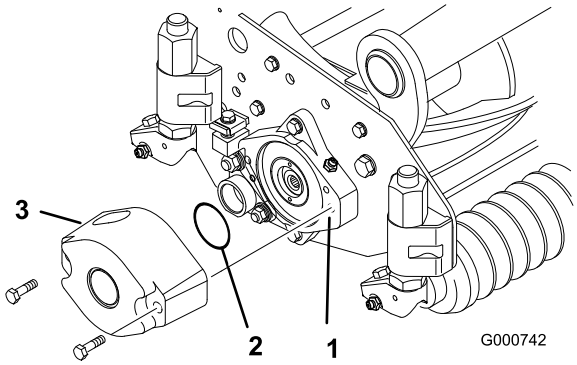
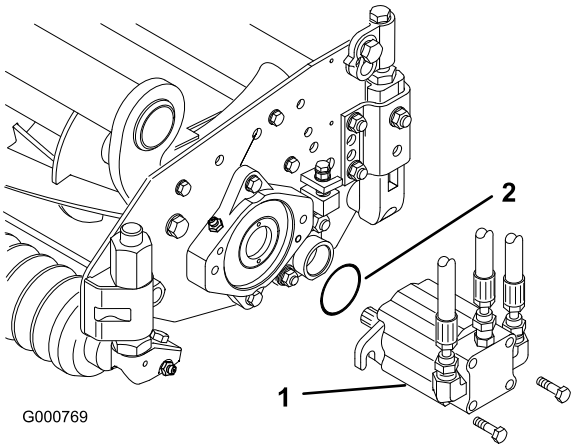

Bild 4
Bild 7
3. Schmieren Sie einen großen O-Ring ein und setzen Sie ihn in den Lagergehäuseschlitz an jedem Ende des Mähwerks ein (Bild 4 und Bild 7).
4. Montieren Sie ein Gegengewicht mit den mitgelieferten Kopfschrauben am entsprechenden Ende jedes Mähwerks (Bild 4).
13. Montieren Sie den Motor am Antriebsende des Mähwerks und befestigen Sie ihn mit den zwei Kopfschrauben (Bild 7).